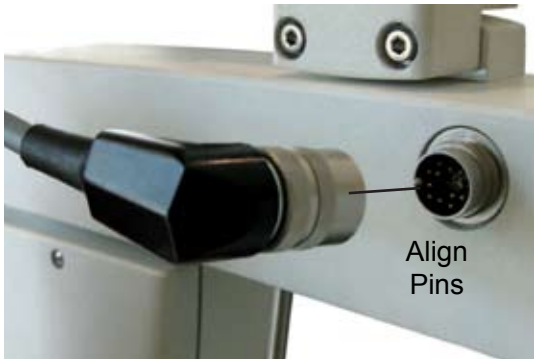

Figure SU-07, Install Phoroptor Cord
1. Connect the Phoroptor Cable (P/N 559-275) to the Phoroptor Head by aligning the cable to the Pins in the Phoroptor Head and securely attach the Cable. Refer to Figure SU-07.